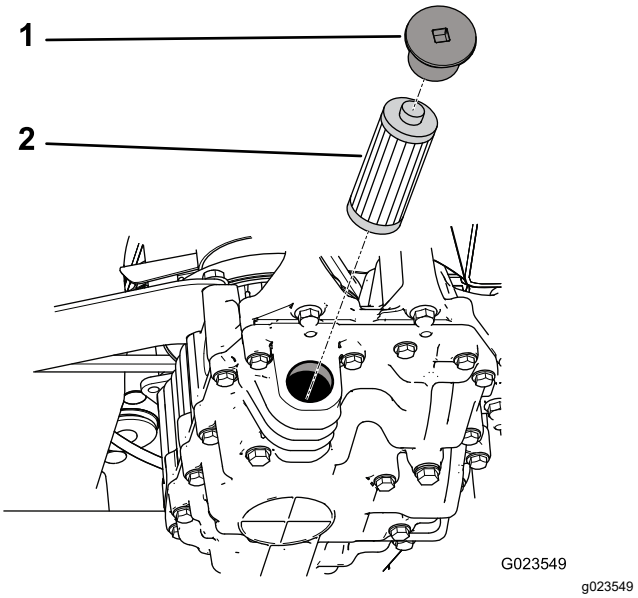

Figuur 70
4. Verwijder de filterdop en trek het filter uit de transmissie (Figuur 70).